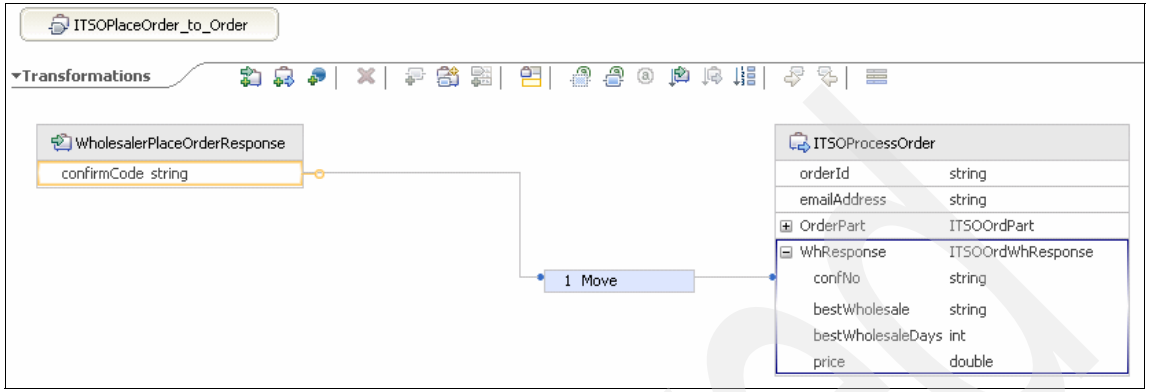

Figure 10-85 Data map ITSOPlaceOrder_to_Order
f. Build the business object map ITSOPlaceOrder_to_Order in the ITSOElectronics module, as shown in Figure 10-85.